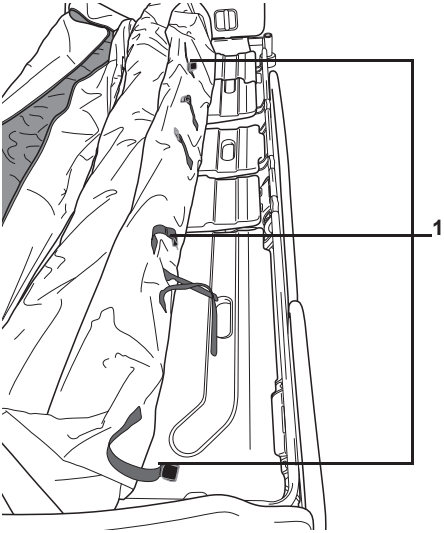

Figure 8 : Sangles du matelas (vue de la tête au pied)
6. Utiliser les sangles du matelas (figure 8, élément 1) situées en dessous du matelas afin d'attacher le matelas au cadre. Il y a trois sangles situées de chaque côté du cadre pour un total de six sangles aux extrémités de tête et de pied (voir figure 8). Deux sangles *Skin IQ* sont également disponibles. S'assurer que le matelas est fixé à une section articulée du cadre (voir figure 8).